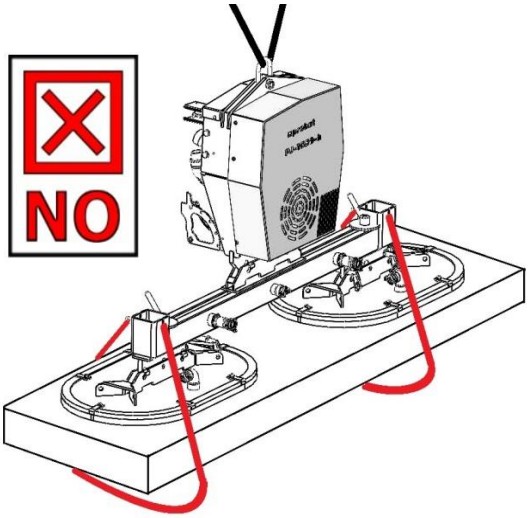

Fig. 2
- Le catene di fissaggio del carico **NON** devono **MAI** pendere **liberamente** sotto il carico, altrimenti il carico può cadere in caso di guasto/perdita del vuoto (ad es. per mancanza di corrente) (Fig. 2). **Pericolo di vita!**